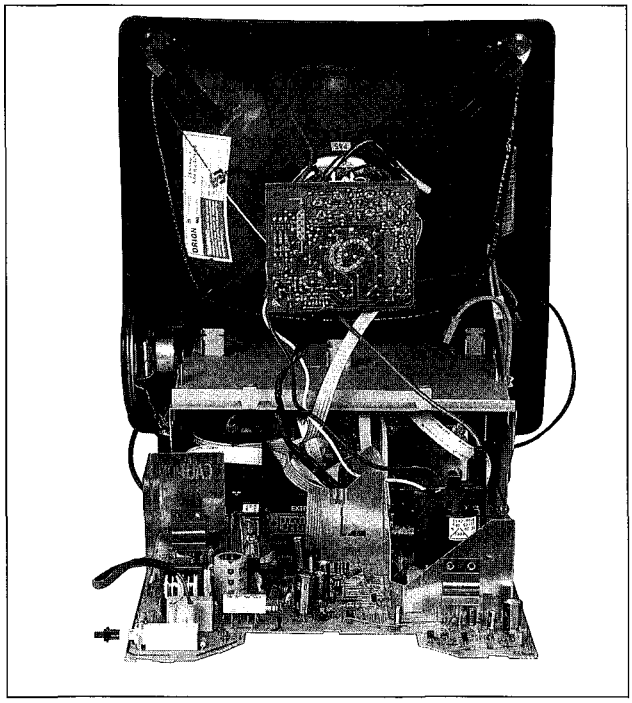

Fig. 1-2
5. Place the board behind the set on its legs (see fig. 1.2). Reconnect connectors 1921, 1922, 1923 and 1925.